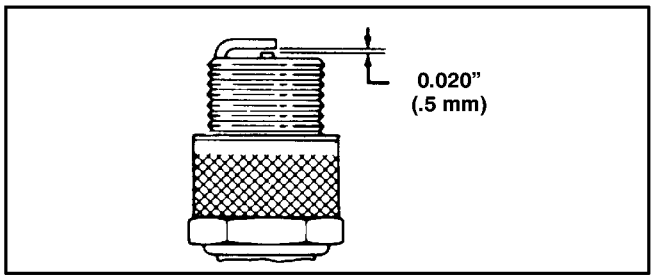

Figure 18
3. Set air gap at 0.5 mm (0.020”) (Fig. 18). Install correctly gapped spark plug and gasket seal. Tighten plug firmly to 19 N·m (14 ft−lb).